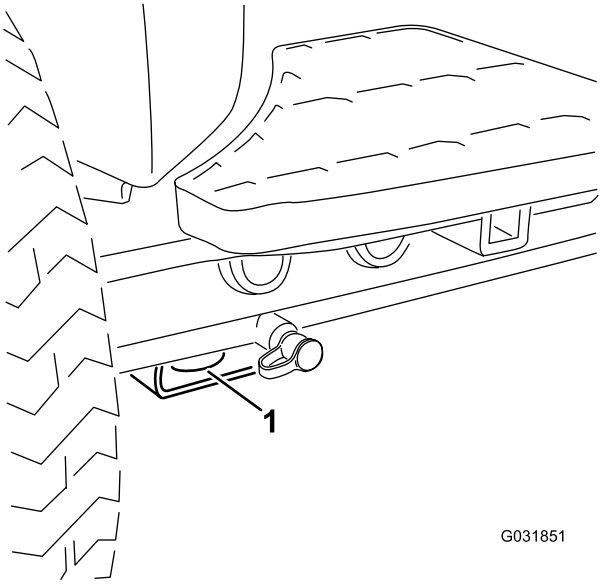

**Figur 40**
- For – hullet i den rektangulære plade, under akselrøret, indvendigt i forhold til hvert fordæk (Figur 40).